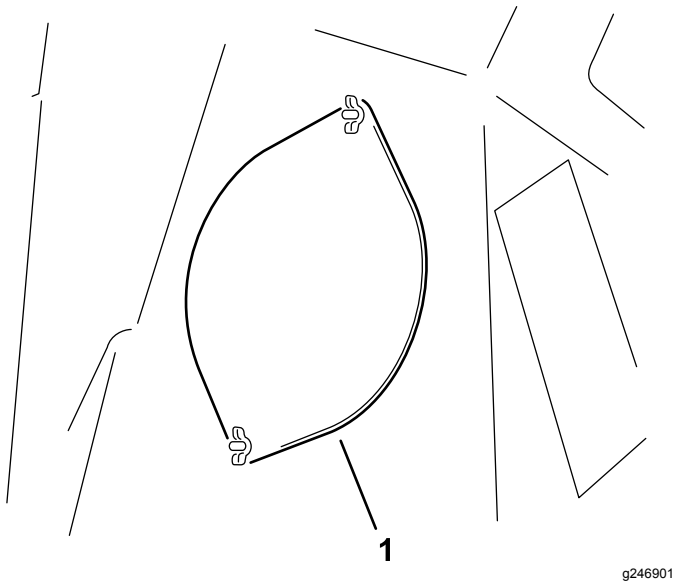

Figur 31
3. Løsne de to vingemutterne som fester tilgangsplaten (Figur 31).